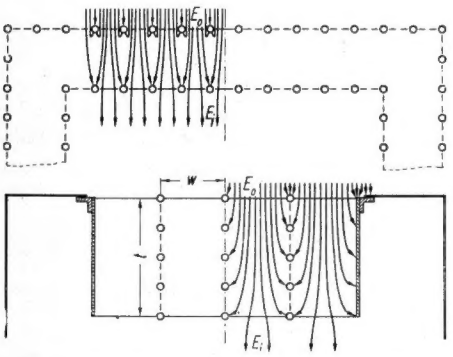

Bild 2. Feldlinienbild einer Doppelwand aus Maschendraht und eines Wabenfensters aus Maschendraht (schematisch)
b. Schirmung von Fenstern durch Maschendrahtwaben. Da die Abschirmung durch eine einfache oder doppelte Maschendrahtwand bei hohen Frequenzen begrenzt und die Licht- und Luftdurchlässigkeit ungenügend ist, wurde für die Fenster eine Konstruktion gewählt, welche die Dämpfung elektromagnetischer Felder in Hohlleitern (Kaminwirkung) ausnutzt. **Bild 2** zeigt zum Vergleich den Feldverlauf innerhalb eines doppelten Maschengitters und in dem neuen Wabengitter. Felder mit einer Wellenlänge, die genügend groß ist gegen die Grenzwellenlänge, erfahren eine Dämpfung proportional dem Verhältnis der Tiefe l zur Weite w des Hohlleiters.